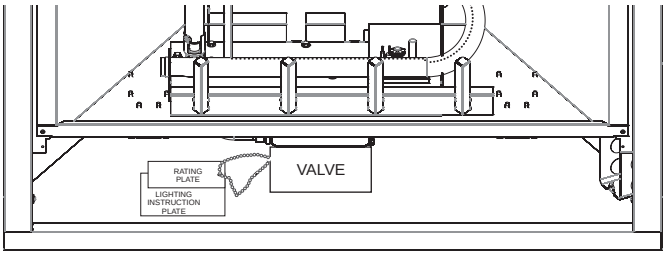

**Figure 1**
10. Show the homeowner where the rating plate and lighting instruction plate are located. **See Figure 1.**